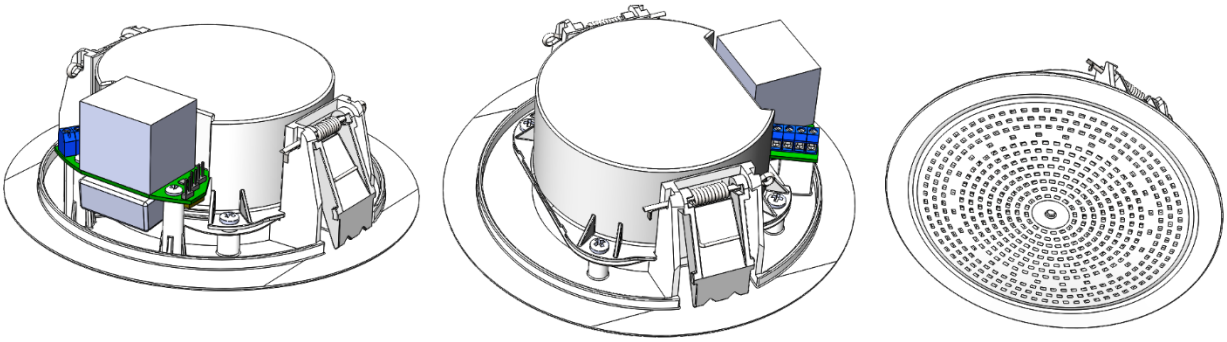

Рис.1. Внешний вид оповещателя LR-06C, LR-03C
1.2. Внешний вид оповещателя показан на рис.1.